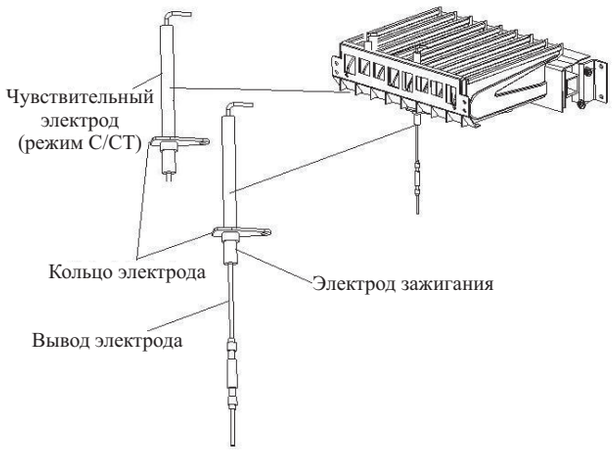

Рисунок 4-4
13. Отключите выводы и кольца электрода. Выньте горелку полностью (Рисунок 4-4).